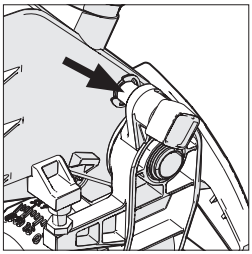

Fig. 16
- Asigurați-vă că capul de tăiere este blocat în poziția coborât, cu știftul de blocare introdus complet în priza sa **(vedeți Fig.16)**.
- Asigurați-vă că capul de tăiere este blocat în poziția coborât, cu știftul de blocare introdus complet în priza sa **(Fig. 16)**.
- Scoateți știftul de prindere a capului **(Fig. 16)** și lăsați capul de tăiere să se ridice în poziție superioară.